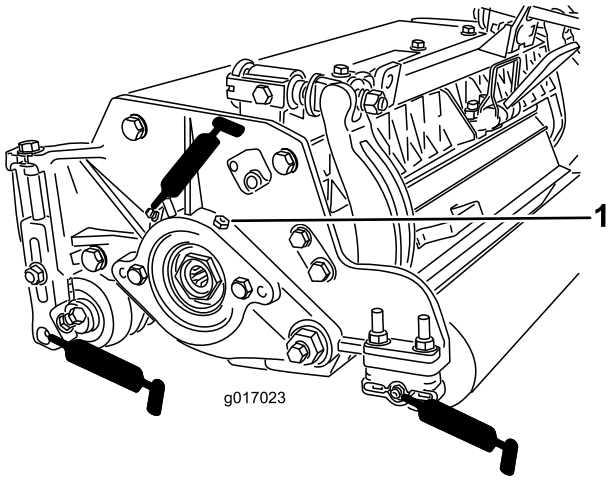

Figur 22
Hver trekkenhet har (6) smørenipler (Figur 22) som må smøres regelmessig med litiumbasert smørefett nr. 2 til vanlig bruk.